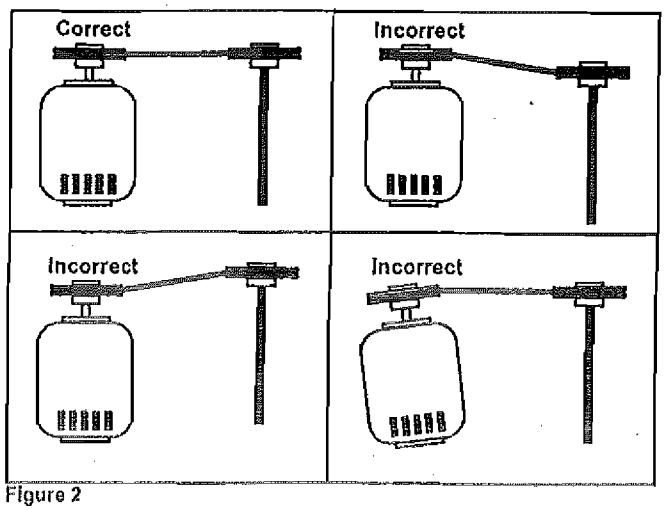
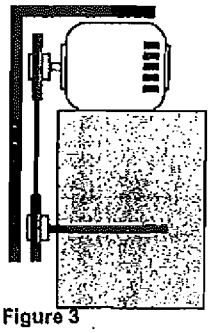

Figure 2
Figure 3
d. Ensure pulleys are properly aligned. Refer to Figure 2.
Figure 2 illustrates correct and incorrect pulley alignment. A recommended method of inspecting the pulley alignment is shown in *Figure 3*. With the shorter leg of a carpenter's square or other straight edge lying along the case of the motor, adjust the position of the motor pulley (or the motor until the longer leg of the square is parallel to the belt.